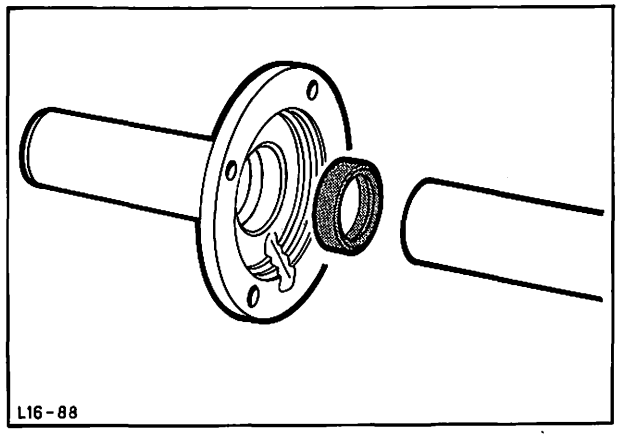

Abb. 106 Radialdichtring – Führungshülse mit einem passenden Rohr einpressen
36. Radialdichtring – Führungshülse mit einem passenden Rohr vorsichtig eintreiben, Abb. 106.